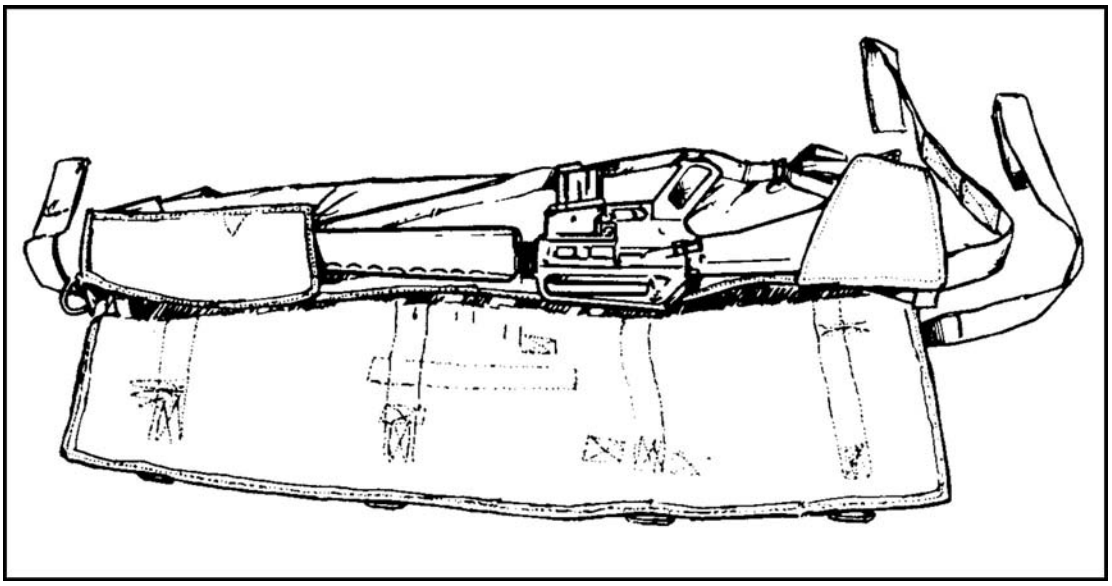

Figure 12-50. Positioning the M16/M203.
(1) Insert a 20-round magazine into the rifle (optional).
(2) Secure a 30-round magazine to the sling of the rifle, using adhesive tape (optional).
(3) Insert the rifle muzzle into the muzzle stow pocket and place the butt in the rifle butt stow pocket as shown in Figure 12-50. Ensure that the magazine well and pistol grip point toward the side securing straps, and the rifle muzzle is inserted into the muzzle pocket as far as possible.